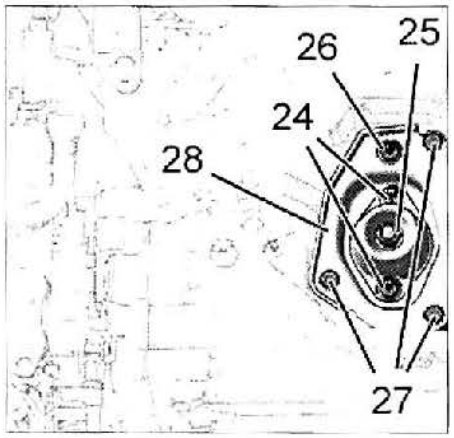

FIG. 7
- el soporte de los mandos de velocidades (21)
• Desmontar **(fig. 7)**:
- los tres tornillos (27)
- la tuerca (26)
- los dos tornillos (24)
- la tuerca (25)
- el soporte (28)